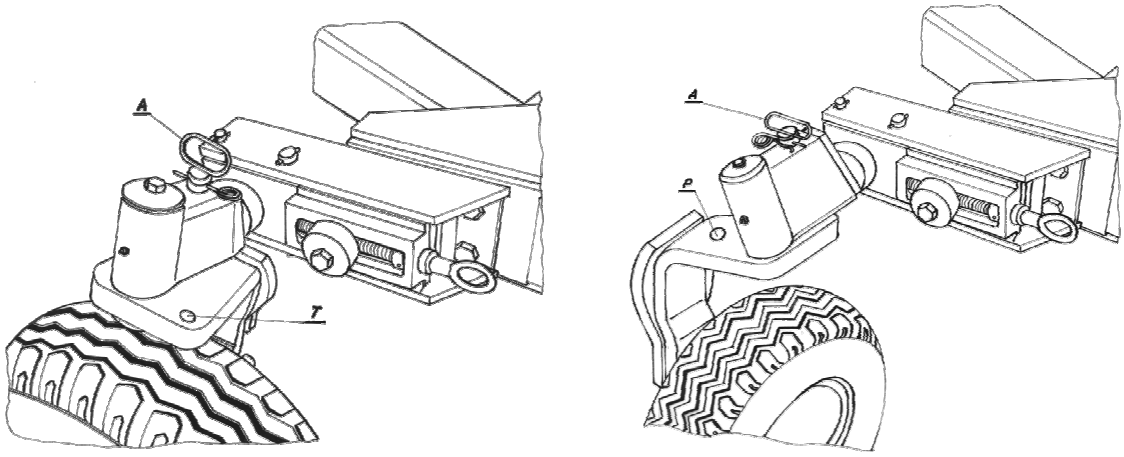

Rys.8. Koło transportowo-kopiujące w położeniu roboczym i transportowym.
* odbezpieczyć i wyciągnąć przetyczkę (A) - **Rys.8**;
* obrócić o około 90° ramię koła, do chwili aż będzie można włożyć przetyczkę (A) w otwór (T). Przetyczkę zabezpieczyć zawleczką.